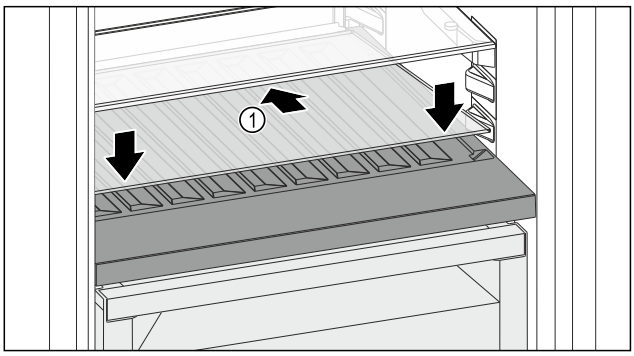

Fig. 126
- ▶ Coloque la placa de vidrio *Fig. 126 (1)* en ángulo e inclinada hacia atrás y hacia abajo.
- ▶ Levante la placa de vidrio *Fig. 126 (1)* por la parte delantera.